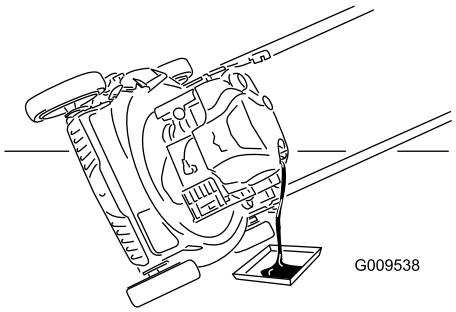

Figuur 23
7. Kantel de machine op zijn kant met de vulbuis omlaag om de gebruikte olie langs de vulbuis te laten uitlopen in een bak (Figuur 23).